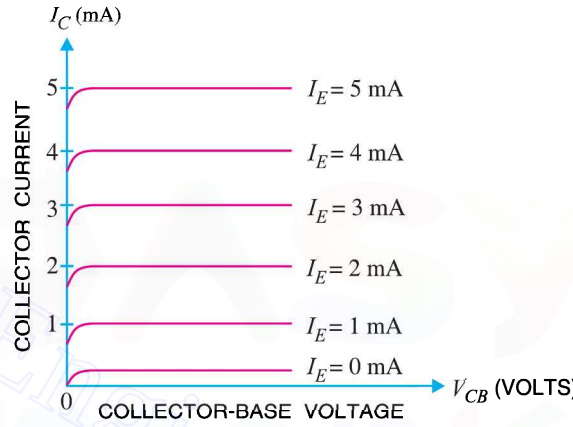

Fig. 8.15
2. Output characteristic. It is the curve between collector current I_C and collector-base voltage V_{CB} at *constant emitter current I_E. Generally, collector current is taken along *y*-axis and collector-base voltage along *x*-axis. Fig. 8.15 shows the output characteristics of a typical transistor in *CB* arrangement.